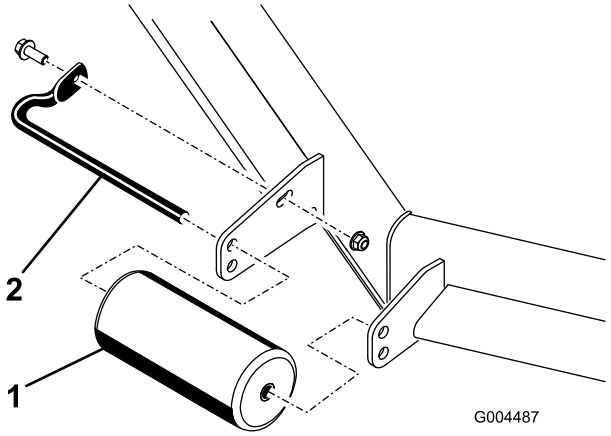
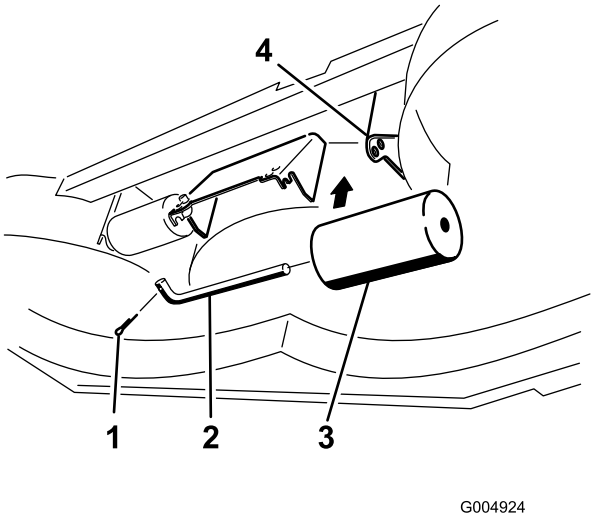

**Figur 24**
**Figur 28**
4. Afmonter de beslag, der holder hver enkelt rulle fast på plæneklipperskjoldet, og flyt rullerne opad eller nedad efter behov. Se Figur 24 til Figur 28 afhængigt af din plæneklipper.